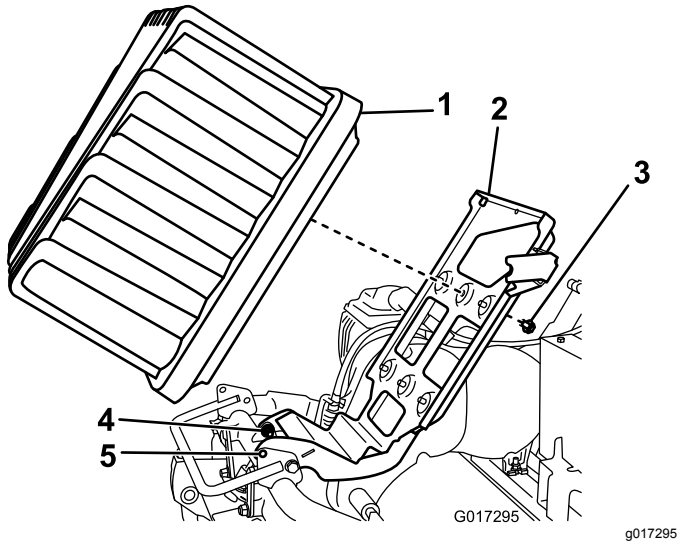

Figur 12
5. Løsn de to drejebolte/-møtrikker med en halv omgang hver (Figur 12).
6. Hæv batteriplatformen, indtil låsehullerne i bundpladen og rammen er rettet ind efter hinanden (Figur 12).